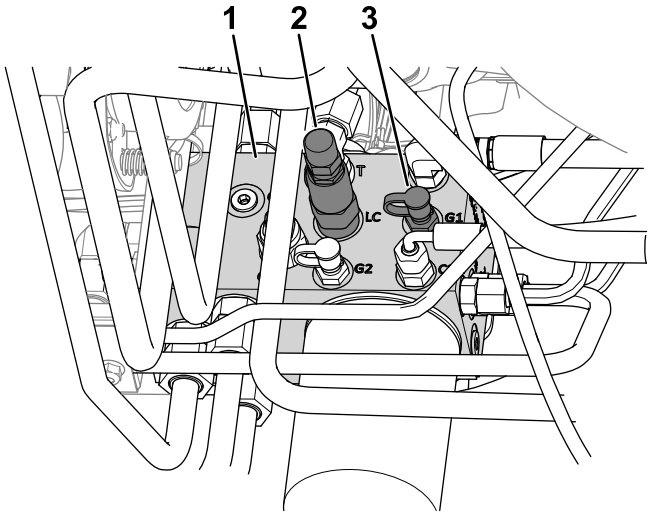

Figuur 22
4. Sluit een drukmeter aan op de testpoort (met de aanduiding G1; zie Figuur 22).
2. Gewichtoverbrengingsspoel (LC)
5. Verwijder aan de zijde van het hefverdeelstuk de dop van de testpoort (met de aanduiding G1; zie Figuur 22).
6. Maak de contramoer aan het einde van de gewichtoverbrengingsspoel (met de aanduiding LC; zie Figuur 22) los.